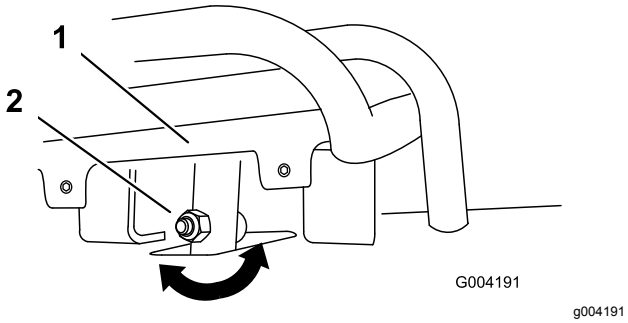
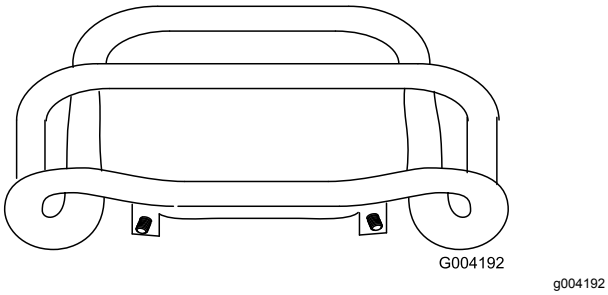

Figur 52
Figur 53
4. Om drivreglagets främre del inte ligger tätt intill och i rät vinkel mot referensstaven lossar du muttern och skruven på drivreglagets skaft (Figur 52).
5. Justera drivreglaget så att det ligger tätt intill mot referensstaven när det dras rakt bakåt (Figur 52 och Figur 53).
C. Lossa flänsmuttern och skruven på drivreglagets skaft (Figur 52).
I. Justera drivreglaget så att det ligger tätt intill mot referensstaven när det dras rakt bakåt (Figur 52 och Figur 53).